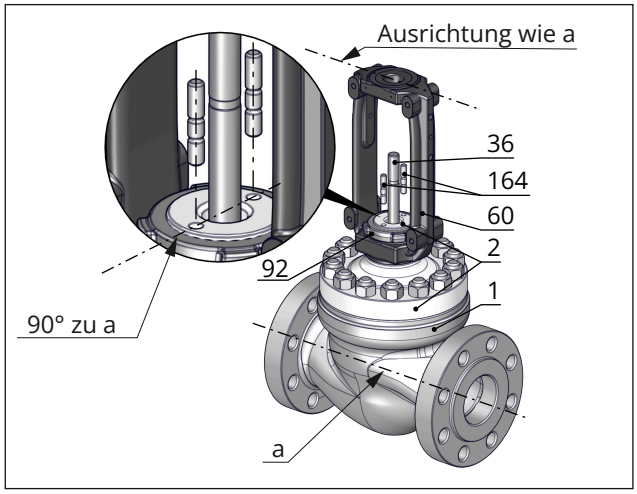

Bild 26: *Ausrichtung des Oberteils auf dem Ventilgehäuse und Ausrichtung des Jochs auf dem Oberteil*
2. Hubschild (84) mit Lasche (83) und gegebenenfalls Warnhinweisschild (255) mit Schrauben (82) am Joch festschrauben. Dabei das Hubschild (84) gemäß Tab. 8 an der Lasche (83) vorpositionieren.
3. Halter (302) mit Schrauben (306) und Scheiben (308) festschrauben. Anzugsmomente beachten, vgl. Tab. 7.
4. Joch (3) so auf das Oberteil aufsetzen, dass die beiden Bohrungen auf der Oberseite des Oberteils zu den offenen Seiten des Jochs weisen, vgl. Bild 26.
5. Joch (3) mit Schlagmutter (92) befestigen.
a) Packungsbrille (162) über die Stiftschrauben (164) am Ventiloberteil (2/21) auf das Druckstück (8) aufsetzen.
b) Beide Spannmuttern (163) (bei außen federbelasteter Packungsbrille inklusive der Tellerfedern) auf die Stiftschrauben (164) aufschrauben und handfest anziehen. Bei der federbelasteten Ausführung die Spannmuttern (163) dabei durch die Bohrungen der Packungsbrille führen.